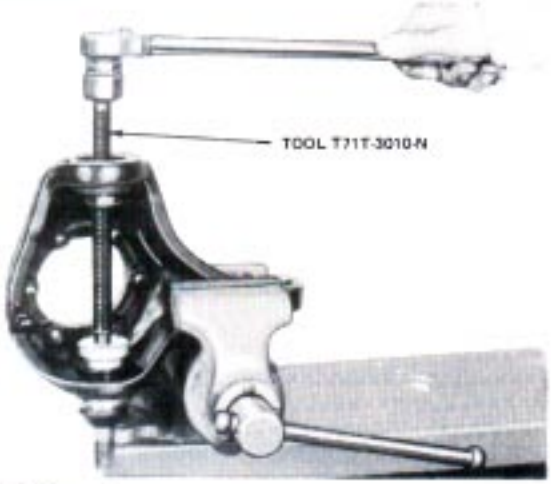

FIG. 6 Top Socket Removal
9. If the top socket did not remain in the yoke, remove it from the knuckle (Fig. 6).